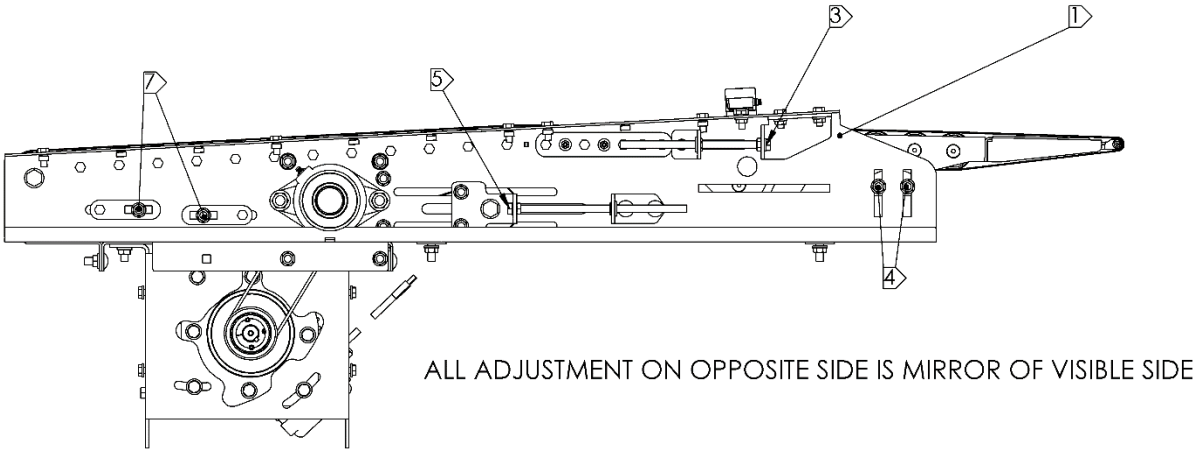

Figure 13-Side View of Knife Edge Conveyor
a. See Figure 13 for adjustment locations. The knife edge nosebar horizontal adjustment is indicated by note flag 3 and the vertical adjustment is indicated by note flag 4
a. See Figure 13 for location of the tensioner. The belt tensioner is indicated by note flag 5
a. See Figure 13 for a view of the knife edge conveyor. The snub rollers are indicated by note flag 7